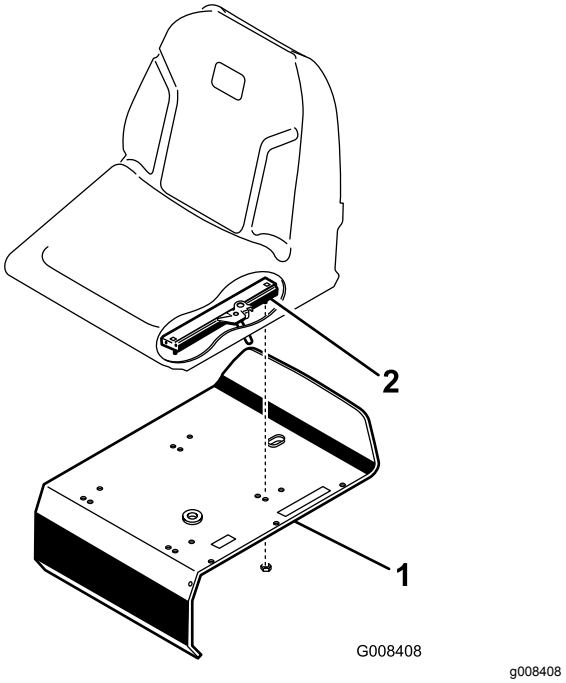

Figur 3
3. Säkra sätesskenorna på sätesstödet med låsmuttrarna (5/16 tum) som medföljer bland de lösa delarna (Figur 3).